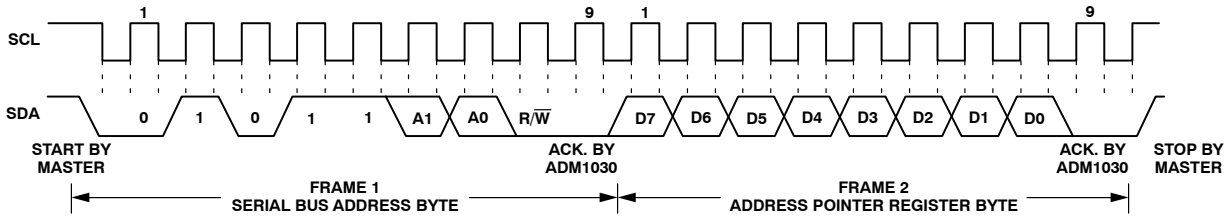

Figure 16. Writing to the Address Pointer Register Only
1. If the ADM1030's Address Pointer Register value is unknown or not the desired value, it is first necessary to set it to the correct value before data can be read from the desired data register. This is done by performing a write to the ADM1030 as before, but only the data byte containing the register address is sent, as data is not to be written to the register. This is shown in Figure 16.
2. If the Address Pointer Register is known to be already at the desired address, data can be read from the corresponding data register without first writing to the Address Pointer Register, so Figure 16 can be omitted.